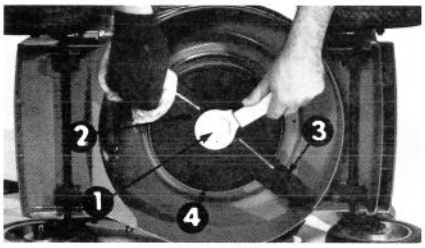

Figure 22
1. ⚠ Pour enlever la lame, saisissez-la par le bout avec un chiffon ou un gant rembourré. À l'aide de la clé qui vous est fournie, enlevez le boulon, le fixe-lame spécial, la lame et le ventilateur (Fig. 22).